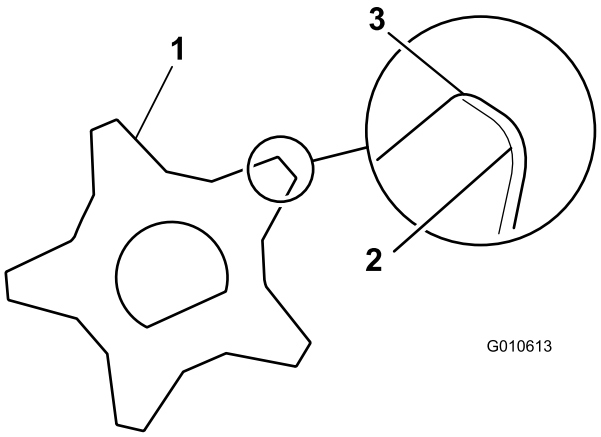

図 37
13. シャフトの左右を反対にして、ブレードの反対側の鋭利な刃先が前に向くように取り付ける図 37。